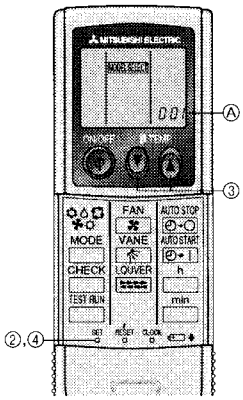

Fig. 7-6
3) Setting (Fig. 7-6)
① Insert batteries.
② Press the SET button with something sharp at the end.